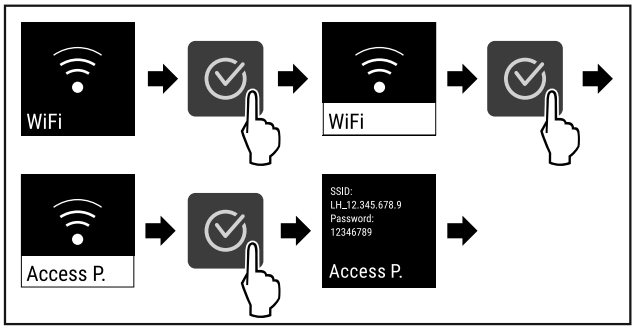

Fig. 85
▶ Suivre les étapes (voir Fig. 85) .